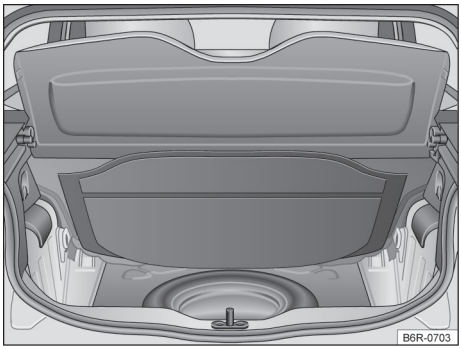

Fig. 101 No compartimento de bagagem embaixo do revestimento do assoalho: roda de emergência e ferramentas de bordo. ▶
As ferramentas de bordo e a roda de emergência estão localizadas no compartimento de bagagem embaixo do revestimento do assoalho → Fig. 101.
– Levantar o revestimento do compartimento de bagagem → Fig. 101.